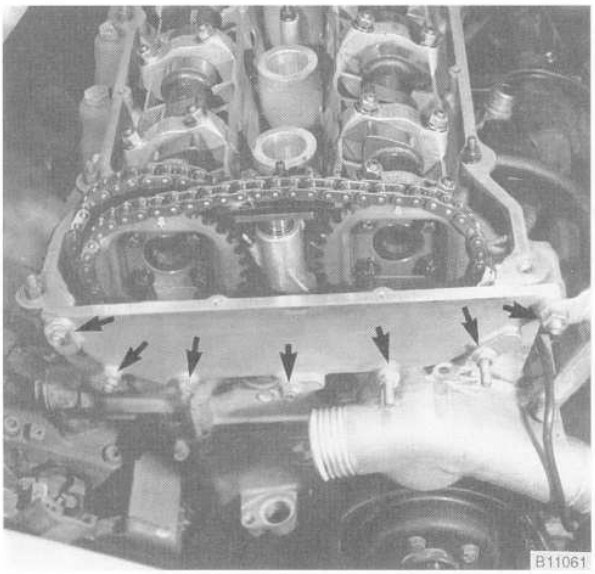

Fig. 21. Timing chain cover mounting nuts (**arrows**) on 1991 and 1992 cars.
26. On 1991 and 1992 cars, remove the timing chain cover from the front of the cylinder head. See Fig. 21.